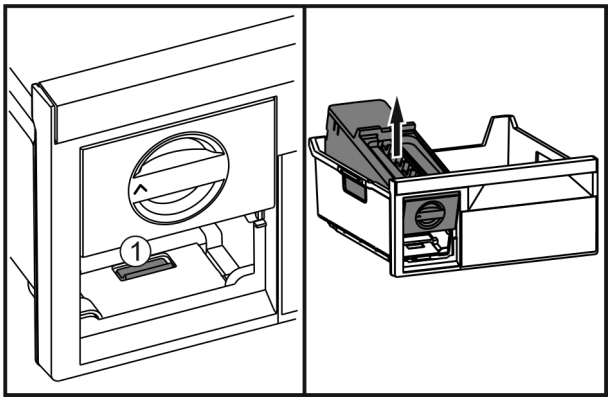

Fig. 67
▶ Press the lug *Fig. 67 (1)*, lift up the EasyTwist-Ice at the back and take it out of the freezer drawer.